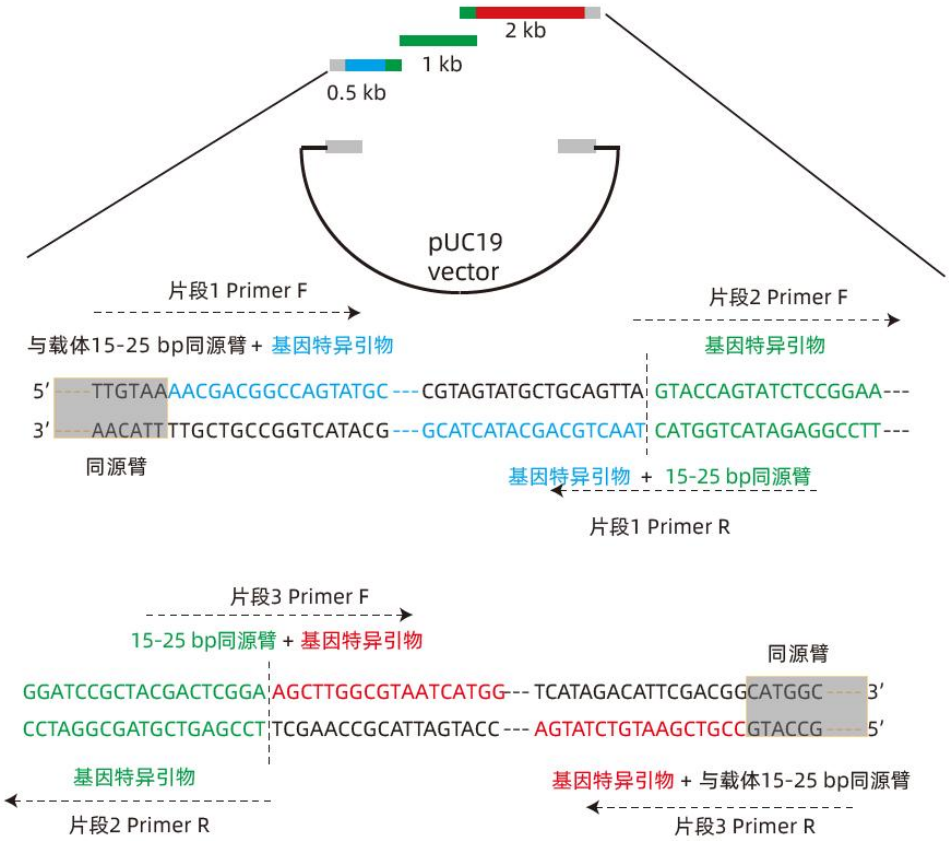

**Fig2. 多片段引物设计方案**
**中间各插入片段扩增引物：** 用于片段之间进行重组的同源序列可以添加至前方片段的反向扩增引物中，也可以添加至后方片段的正向扩增引物中，还可以两片段各添加一部分。以图中多片段为例，虚线表示片段分隔，详细如图 2 所示。